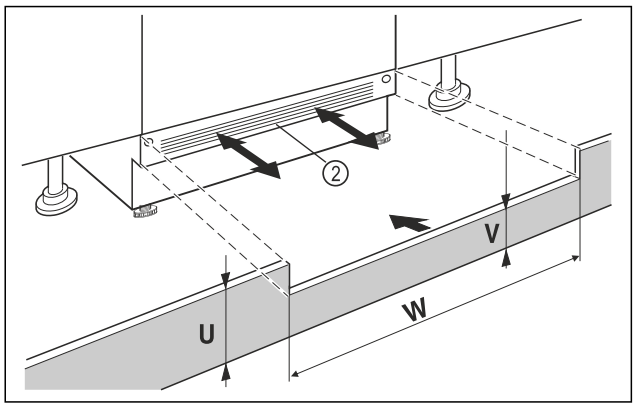

Fig. 39 Примерное изображение
▶ Установите цокольную панель устройства *Fig. 39 (2)*, но еще не фиксируйте ее.
▶ Если цокольную панель *Fig. 39 (2)* видно, потяните её вперед настолько, пока передний край вентиляционной решетки не станет вровень с цокольной панелью мебели.
▶ Если цокольная панель *Fig. 39 (2)* скрыта, сдвиньте её назад как можно дальше.
▶ Вентиляционное отверстие должно быть полностью открытым: При необходимости следует подрезать цокольную панель мебели по высоте *Fig. 39 (U)*!
▷ Подгоните высоту перемычки *Fig. 39 (W)* по всей ширине ниши *Fig. 39 (V)* под цокольной панелью устройства *Fig. 39 (2)*.